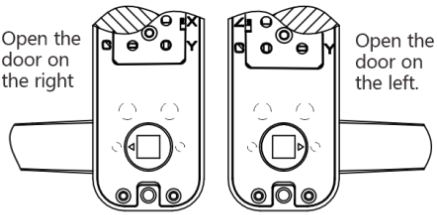

Fig 6D
4) Führen Sie die Spindelhülse etwa 5 mm tief in die Vierkantwellenbohrung ein und drehen Sie die Spindel so, dass der dreieckige Pfeil auf der Spindelhülse zum Griff zeigt. (siehe Abbildung 6D)